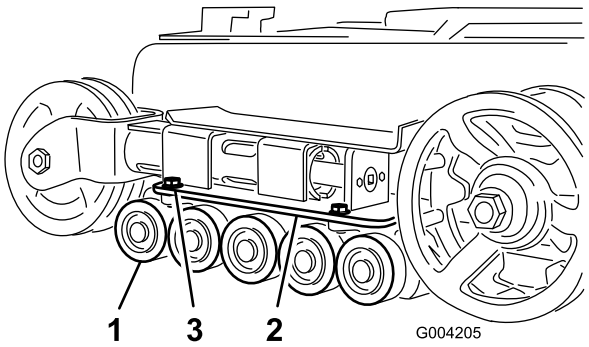

Rysunek 48
2. Odkręć 4 śruby mocujące dolną prowadnicę gąsienicy mocującą koła jezdne i zdejmij koła jezdne (Rysunek 48).